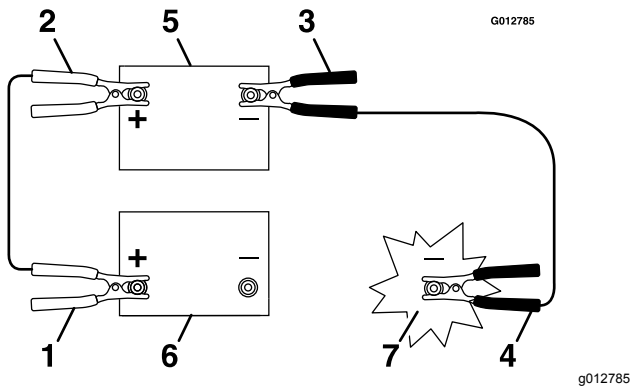

**Рисунок 49**
3. Подсоедините положительный (+) кабель к положительной (+) клемме разряженной аккумуляторной батарее, которая соединена со стартером или электромагнитом, как показано на Рисунок 49.